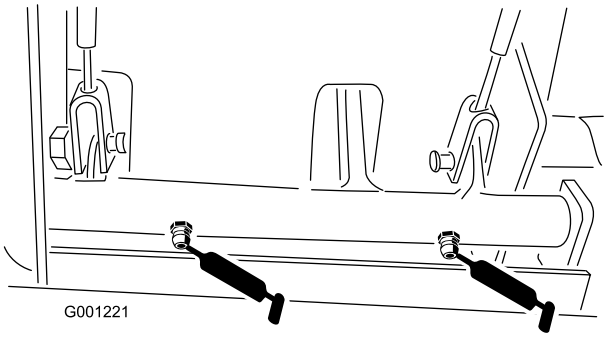

Figur 41
- Bromsens svängbussningar (Figur 41)
- Bromskablar (ändarna på drivhjul och bromspedaler) (Figur 41)